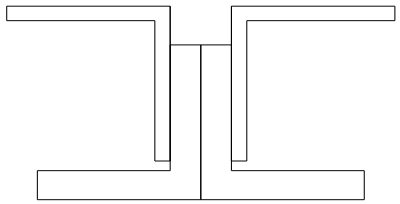

Fig. 1
- **Use 2 - L2x2x3/8" angles 4" long are welded back-to-back to form a 2 ½" deep seat as shown in Fig. 1, or**